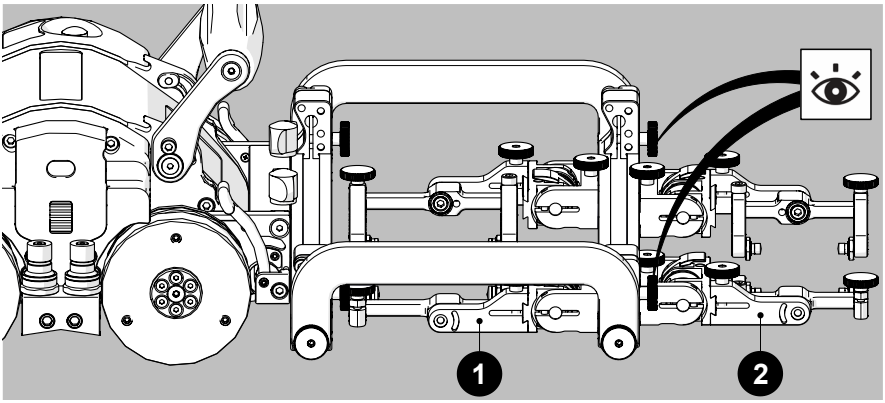

Fig. 163 - Position primary and secondary probe holders
3. Mount the low profile probe holder frame to the crawler *(see Cable Retainer on page 48 for additional details)*. When mounting the low profile frame, ensure the attachment knobs *(Fig. 163)* are at the front (non crawler side).